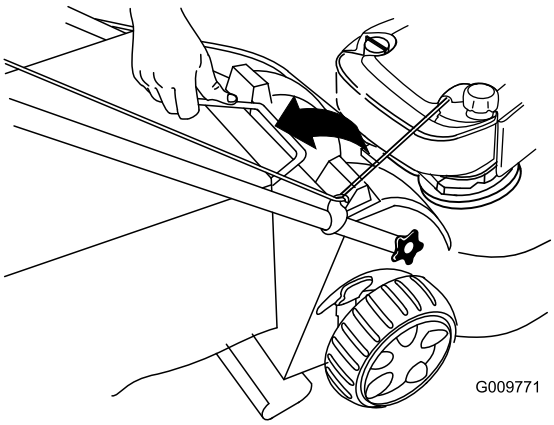

Figuur 31
2. Trek de beugel van de grasvanger omhoog uit de gleuven bovenaan de machine en verwijder de grasvanger van de maaimachine (Figuur 31).